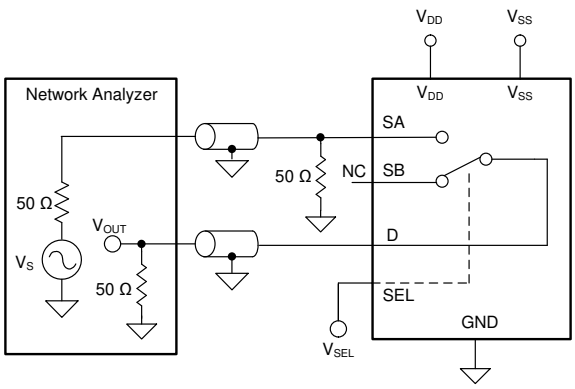

Figure 6-7. Off Isolation Measurement Setup
Off isolation is defined as the voltage at the drain pin (D) of the TMUX6136 when a 1-V_{RMS} signal is applied to the source pin (Sx) of an off-channel. Figure 6-7 shows the setup used to measure off isolation. Use Equation 2 to compute off isolation.